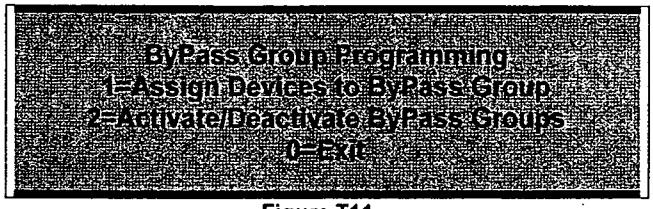

Figure T11
1. Select [4] from the ByPass Menu. Figure T11 is now displayed